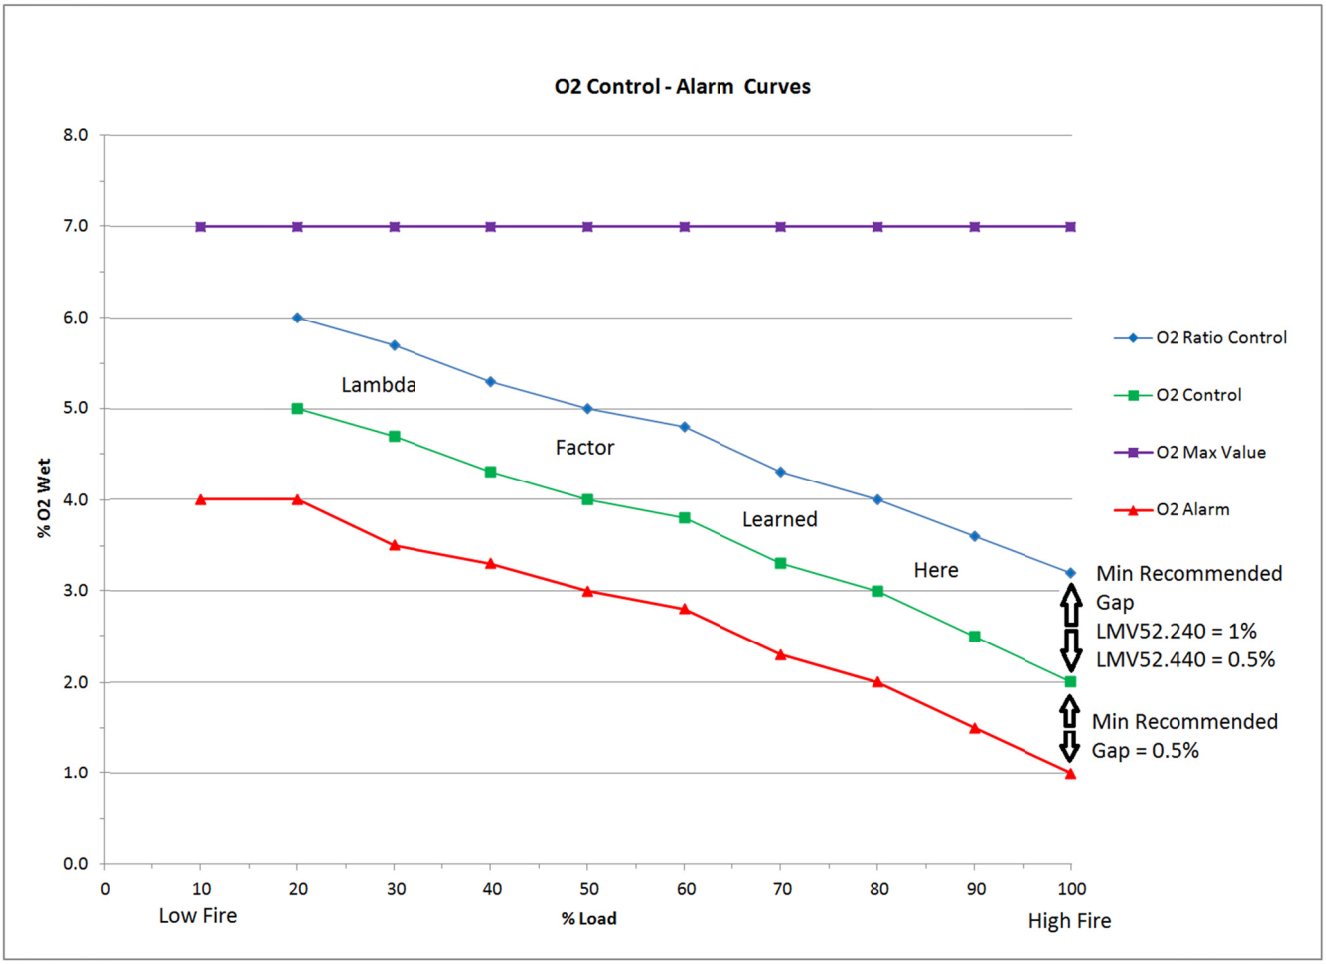

**Figure 6-2: $O_2$ Control and $O_2$ Alarm Curves**
When the $O_2$ system is commissioned, curves and parameters must be set to define how the system will operate. When set correctly, the curves seen in Figure 6-2 will achieve the following:
As seen in Figure 6-2 above, parameter ***$O_2$ MaxValue*** sets the fuel lean boundary for the burner and the $O_2$ Alarm Curve sets the fuel rich boundary for the burner. These must be set in such a way so that unsafe / unstable operation of the burner is not permitted. However, being too conservative with these boundaries will handicap the system and cause nuisance deactivations of the $O_2$ trim. General guidelines for these settings will be discussed later in this section. These two curves together set the safety envelope for the burner from a $\%O_2$ standpoint.
8. Set the desired type of pre-control. For most natural gas burners where the gap between $O_2$ curves is large enough that the Lambda Factor can be learned (see $O_2$ Control and $O_2$ Alarm Curves in Figure 6-2), this should be set to "like P air". The "like theory" setting is typically used for oil burners, and "LambdaFact1" should only be used as a last resort. The menu path for setting the type of pre-control is: